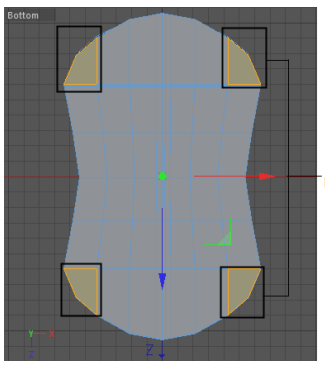

Figure 3-63 *The selected polygons of Computer mouse*
2. Select the *Computer mouse* in the Object Manager. Make sure the **Polygons** tool is chosen from the Modes Palette; the *Computer mouse* is displayed in the polygon mode. Make sure the **Live Selection** tool is chosen from the Standard palette. In the Attribute Manager, choose the **Options** button; the **Options** area is displayed. In this area, make sure the **Only Select Visible Elements** check box is selected. Select the polygons of *Computer mouse*, as shown in Figure 3-63.